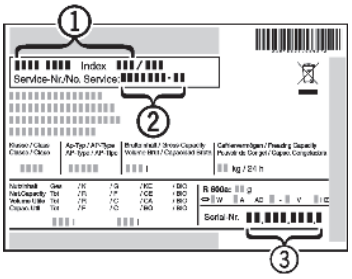

Рис. 9
▶ Определите и запишите обозначение модели (рис.9 (1)), сервисный номер (рис. 9 (2)) и серийный номер устройства (рис. 9 (3)), указанные на табличке с техническими характеристиками, расположенной на левой стенке внутри морозильной камеры.